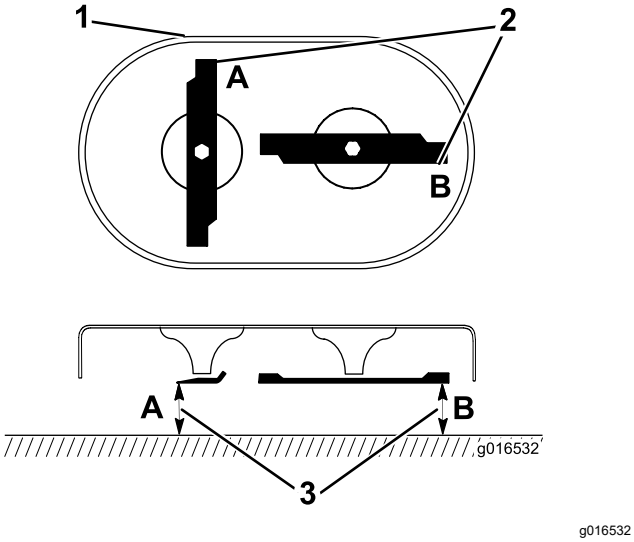

Figura 28
1. Gire las cuchillas a la posición mostrada en Figura 28.
2. Mida desde una superficie nivelada hasta los filos de corte en las posiciones **A** y **B** (Figura 28), y anote ambas dimensiones.
3. Gire las cuchillas de manera que sus extremos opuestos están en las posiciones **A** y **B** (Figura 28).